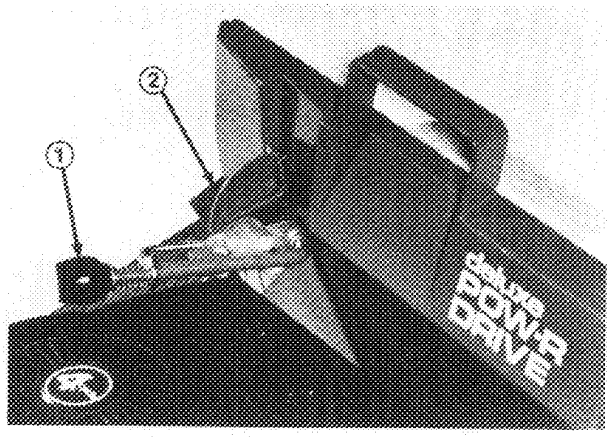

Figure 3
1. Assure chute door handle is fully forward and locked in place (Fig. 3).
2. Slide guide hole in bag door onto locating stud on mower housing (Fig. 3); then set rear of bag frame onto handle.